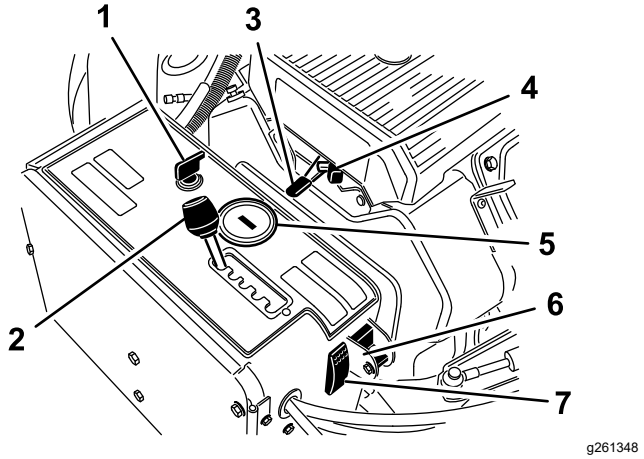

Figur 12
Brug tændingskontakten (Figur 12) til at starte og slukke motoren. Kontakten har 3 positioner:
Flyt dybdelufterafstandsgrebet (Figur 12) til det ønskede hulmellemrum eller til T for transport.
Brug gashåndtaget (Figur 12) til at regulere motorhastigheden. Når gashåndtaget flyttes fremad, øges motorhastigheden (positionen FAST (hurtig)). Når det flyttes bagud, sænkes motorhastigheden (positionen SLOW (langsom)). Motorhastigheden regulerer kernehovedets hastighed og styrer maskinens kørehastighed.
- Når der slukkes for motoren, viser timetælleren/omdrejningstælleren (Figur 12) det antal timer, som motoren har kørt.
Brug chokeren, når du starter en kold motor (Figur 12).
Drej omkobleren til nedepositionen for at slå TrueCore-funktionen fra (Figur 12). Fjern bolten for at få adgang til omkobleren for manuel terrænkontakt.
Tryk på kontakten til systemnulstilling (Figur 12) for at hæve kernehovedet, hvis maskinen deaktiveres (dvs. hvis maskinen er løbet tør for brændstof).